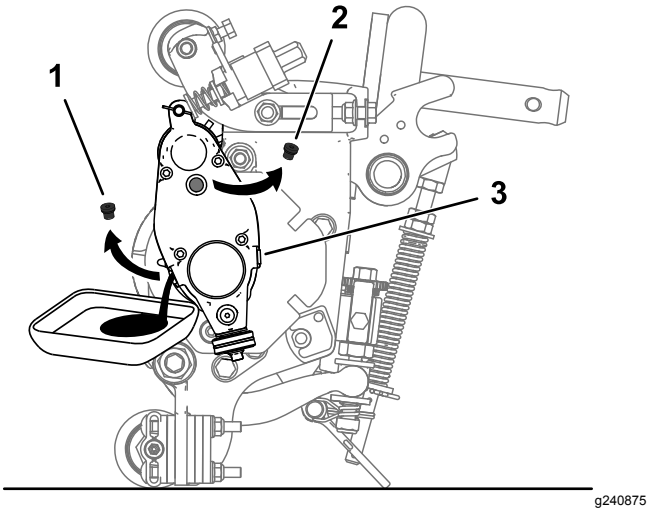

**Figur 26**
5. Luta klippenheten bakåt mot stödet tills dräneringsöppningen är längst ner så att all olja kan rinna ur (Figur 26).